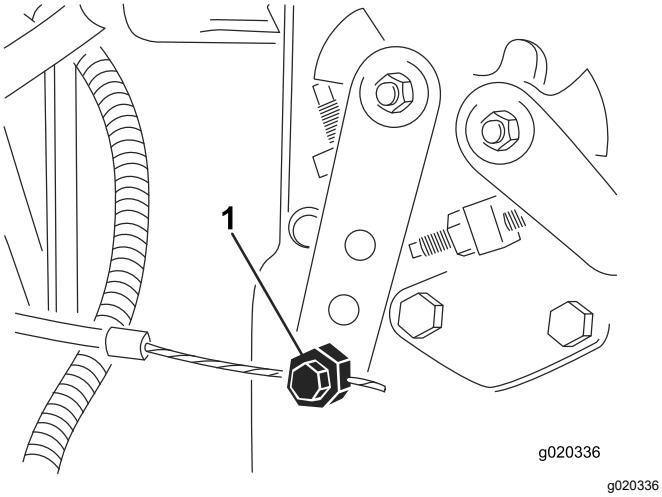

Figur 75
3. Lossa gasreglagekabelns kontaktdon på spaken vid insprutningspumpen (Figur 75).